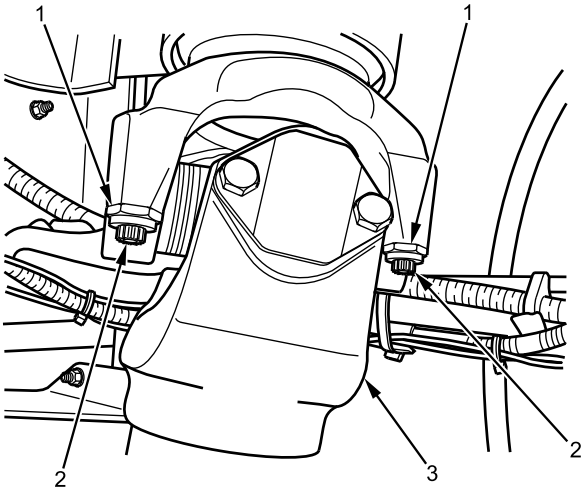

Figure 2. Transmission End of Propshaft Straps and Bolts.
2. Remove four cap screws (Figure 2, Item 2) and two retainer straps (Figure 2, Item 1) from transmission end of propshaft (Figure 2, Item 3). Discard cap screws (Figure 2, Item 2). Two cap screws not shown.
3. Pry ends of propshaft (Figure 2, Item 3) from transfer case and transmission, and remove propshaft from vehicle.